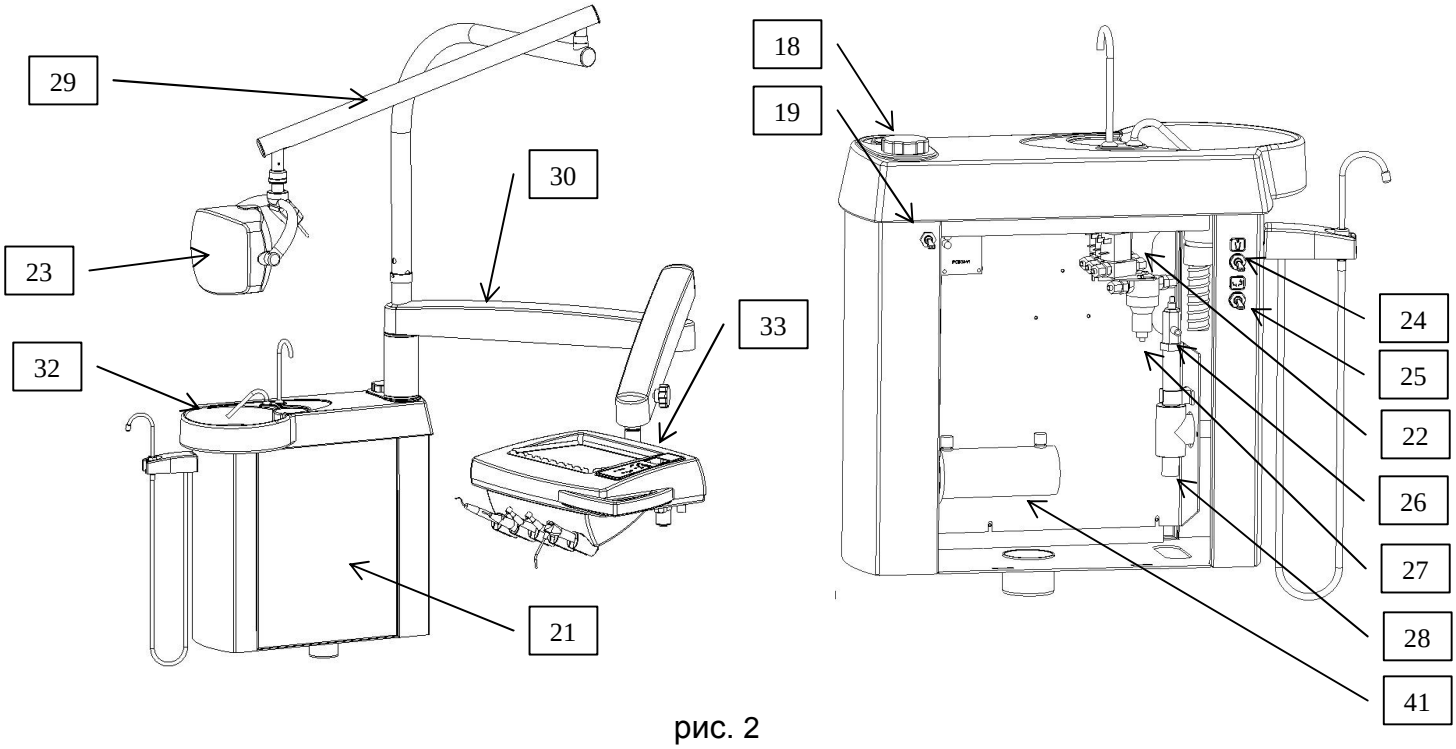

рис. 2
С левой стороны верхней крышки (3) находится несущее плечо СУ (20) (рис. 2). На этом плече смонтирована основа СУ (21). Через заднюю дверку есть возможность доступа к:
- **электрическая часть** включает в себя разъемы для подсоединения кабелей, электрический клапан эжектора (22), разъемы для подсоединения галогенового светильника (23).
- **гидравлическая часть** состоит из: клапана наполнения стакана (24), клапана смыва мисы плевательницы (25), электромагнитного клапана эжектора (26) слюноотсасывателя, регулятора давления автономной воды (27), водонагреватель.